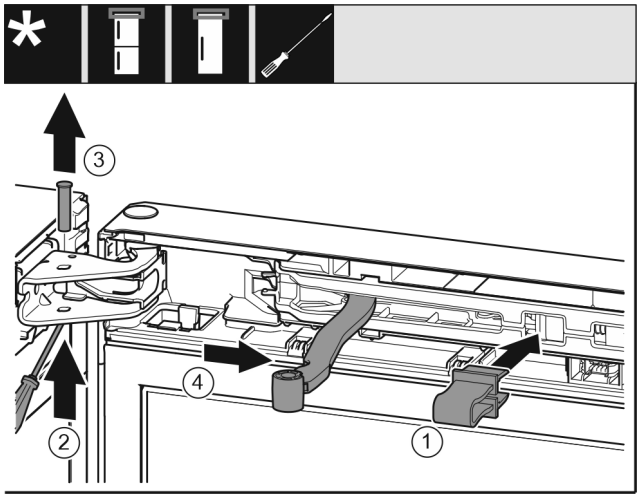

Fig. 13
▶ Nofiksējiet aizturi *Fig. 13 (1)* atverē.
▶ Izbīdiet tapu *Fig. 13 (2)*.
▶ Izņemiet ārā tapu *Fig. 13 (3)* uz augšu.
▶ Pagrieziet šarnīru *Fig. 13 (4)* durvju virzienā.